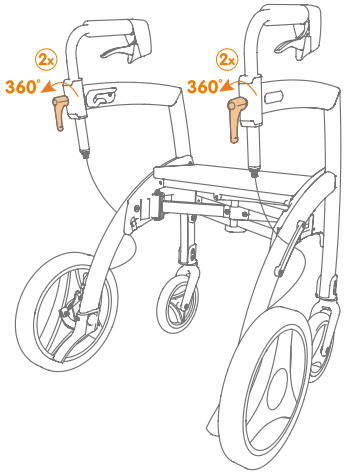

Figure 13: Loosen the adjustment handles.
a. Loosen the adjustment handles on the handles counterclockwise **(Figure 13 and 14).**